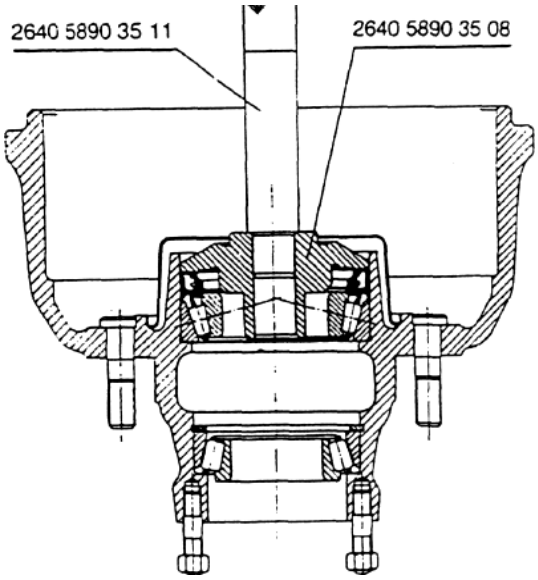

РИС. 366
8) Используя оправку 2540 5890 3508 и рукоятку 2640 5890 3511, установите в ступицу первую манжету (см. рис.366).